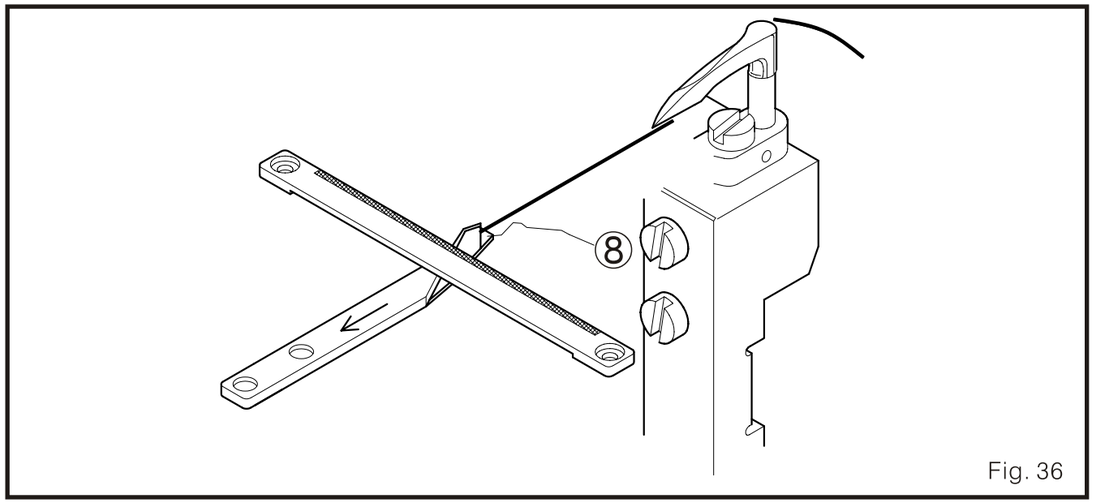

Fig. 36
5. Después que el hilo de aguja 2 y del bucleador son rebordeados, el hilo del bucleador es cortado por la hoja cortadora movible 8 para la siguiente puntada (Fig. 36)